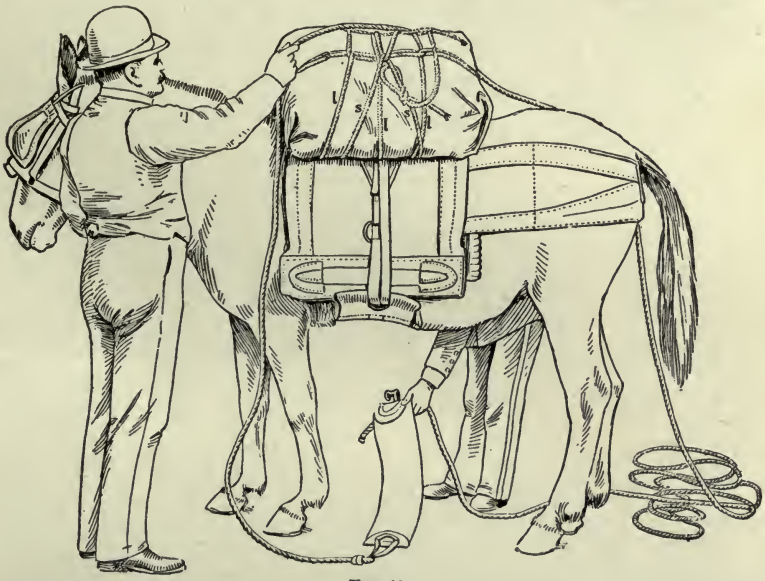

FIG. 13.
(The parts of the sling rope are designated as "s" in figs. 13 and 14).
(1) The *near* packer now picks up the rope, about 5 or 6 feet from cincha, and holding about 2 feet of rope between the hands, stands close to the animal's neck; now with both hands extended downward, he draws the right hand backward, to give impetus to the motion, and with one motion he swings the rope fore and aft between the side packs, clearing the animal's haunch in the action, allowing the rope held by the left hand to drop. (See fig. 13.)